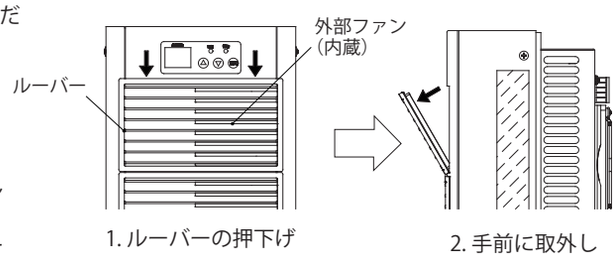

図 8 ルーバー取外手順
1. ルーバーの上側を押下げて（1mm 程度）、ルーバーを手前に取り外してください。（図 8）